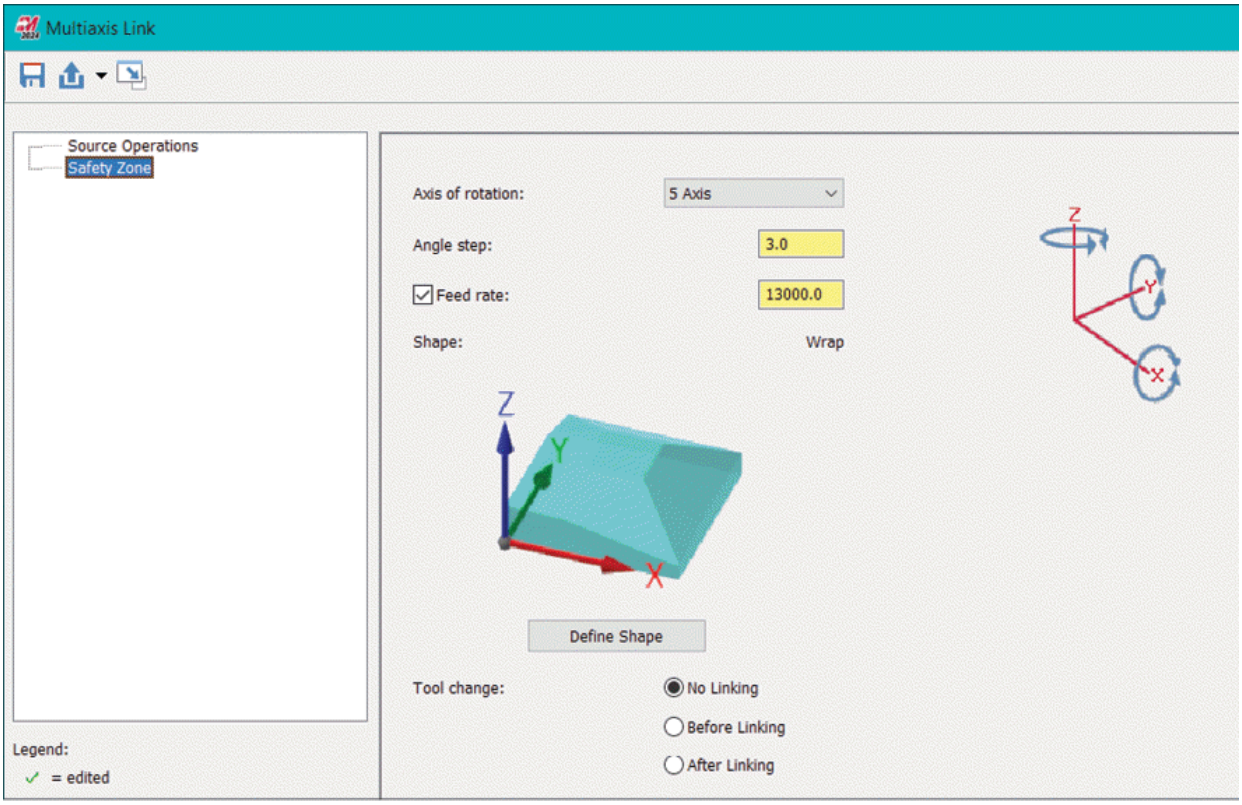

Figure-16. Safety Zone page
- Select the **Safety Zone** option from the left area in the dialog box to define parameters related to safe distance where cutting tool will move while linking the toolpaths. The **Safety Zone** page will be displayed in the dialog box; refer to Figure-16.